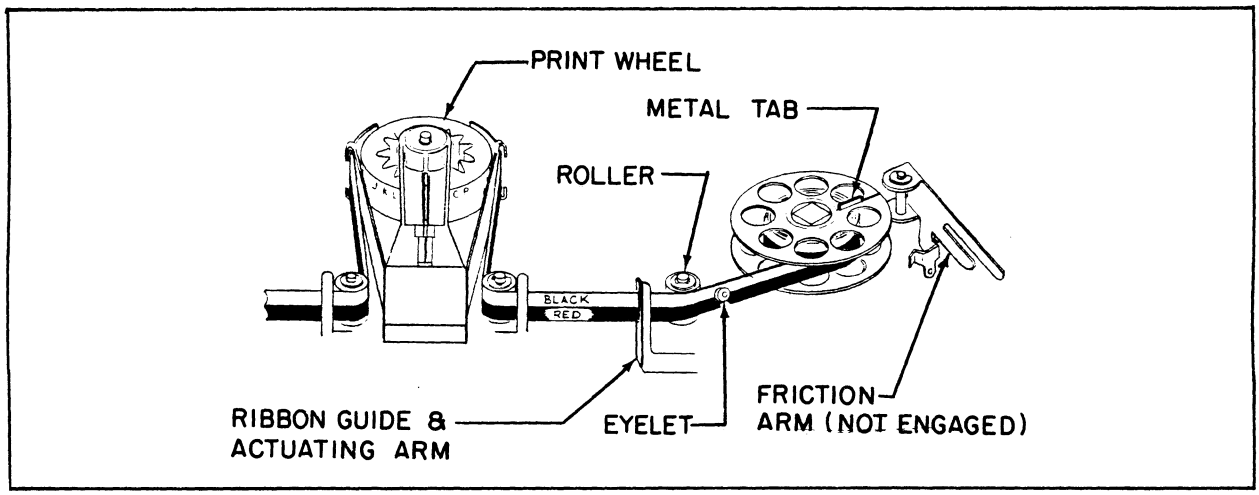

Figure 6.4
B. Push each friction arm away from its spool until the arm is held open. (Figure 6.4.)